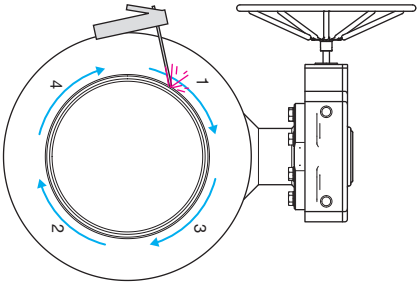

Figure 5. Soudage des lignes.
- Les joints entre les raccords sont ensuite soudés de la manière indiquée aux figures 5 et 6. Ordre de soudage : 1-2-3-4.